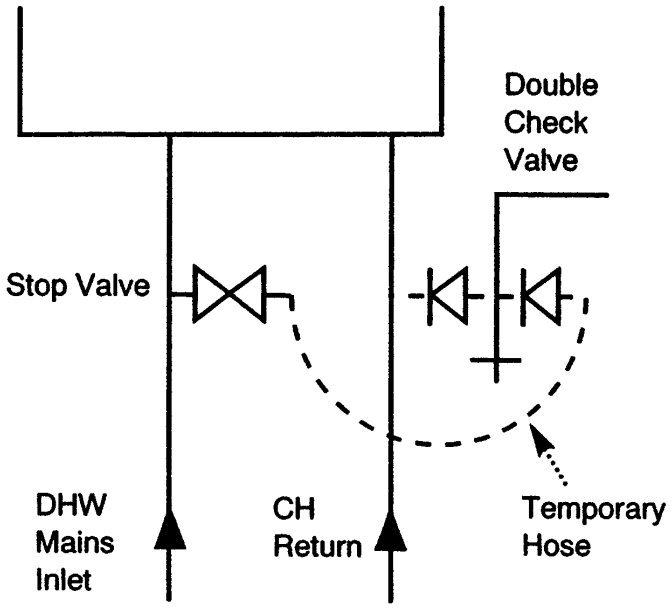

Fig. 7
c) The appliance is equipped with an internal by-pass that operates with system heads (H) greater than 3 m. The maximum flow through the by-pass is about 300 l/h. If thermostatic radiator valves are to be installed, at least one radiator should be without a thermostatic valve (usually the bathroom radiator).
d) A sealed system must only be filled by a competent person using one of the approved methods shown in fig. 7. The system design should incorporate the connections appropriate to one of these methods.